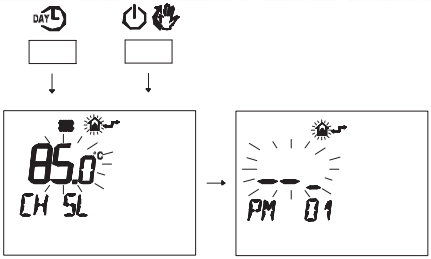

Fig. 7.32
- Press buttons DAY and ⏻ at the same time to enter transparent programming (Fig. 7.32).